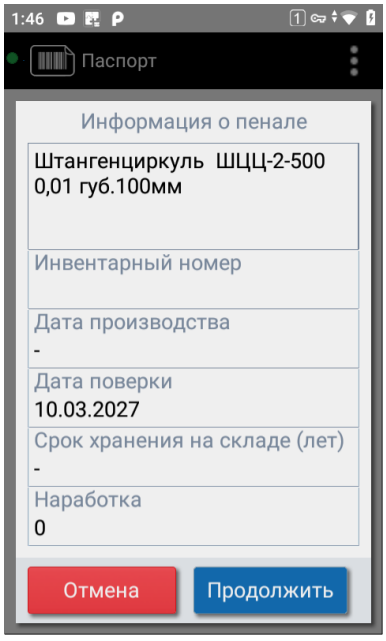

Рисунок 123. Пенал, к которому привязывается паспорт
1. Нажмите «Привязать паспорт» и считайте ШК пенала. Откроется окно «Информация о пенале» (см. Рисунок 123). Нажмите «Продолжить».